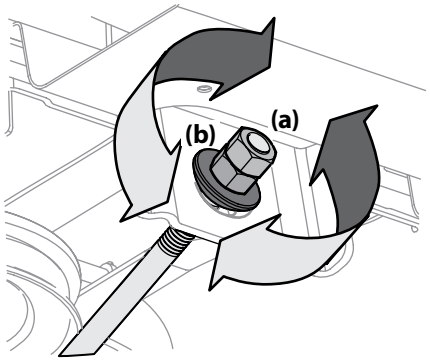

Figura 4-8
5. Para *elevar* el frente de la plataforma, extraiga la tapa de extremo, afloje la tuerca exterior (a) y apriete (rosca hacia adentro) la tuerca interior (b) contra la ménsula de suspensión delantera. Consulte la Figura 4-8. Una vez alcanzado el ajuste adecuado n, vuelva a ajustar la tuerca exterior (a) y vuelva a colocar la tapa de extremo.
6. Para *bajar* el frente de la plataforma, extraiga la tapa de extremo, afloje la tuerca exterior (a) y afloje (rosca hacia afuera) la tuerca interior (b) alejándola de la ménsula de suspensión delantera. Consulte la Figura 4-8. Una vez alcanzado el ajuste adecuado, vuelva a ajustar la tuerca exterior (a) y vuelva a colocar la tapa de extremo.